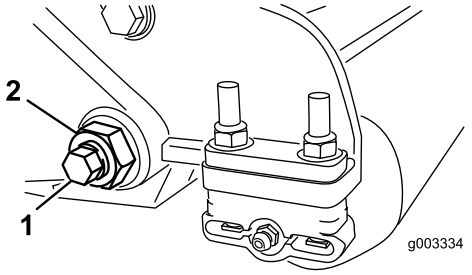
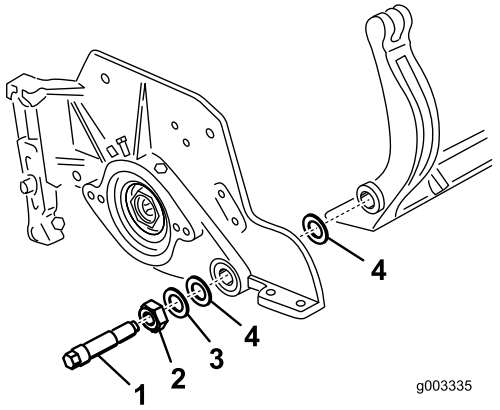

Figuur 27
Figuur 28
3. Draai de borgmoer van de snijbalkbout op beide zijden van de machine los (Figuur 27).
4. Verwijder beide snijbalkbouten zodat de snijbalk omlaag kan worden getrokken en uit de machine kan worden verwijderd (Figuur 27). Bewaar de 2 nylon ringen en de stalen ring op beide uiteinden van de snijbalk (Figuur 28).
2. Zet de snijbalk vast aan beide zijplaten met de snijbalkbouten (moeren op de bouten) en 6 ringen. Plaats een nylon ring op beide zijden van de verdikking op de zijplaat. Plaats een stalen ring op de buitenkant van beide nylon ringen (Figuur 28). Draai de bouten vast met een torsie van 37-45 Nm. Draai de borgmoeren vast tot de buitenste stalen ring stopt met draaien en er geen eindspeling meer is, maar draai de moeren niet te vast en zorg ervoor dat de zijplaten niet vervormen. De ringen aan de binnenkant mogen speelruimte hebben.